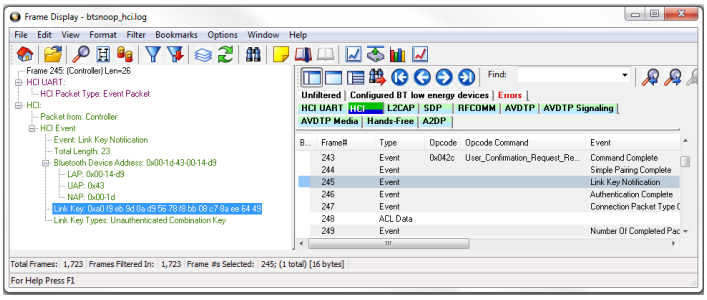

Figure 11 - Frame Display Showing Link Key Notification Event with the Link Key
The Link Layer (LL) protocol manages the *Bluetooth* low energy radio transmissions and is involved in starting link encryption. To observe the decoded LL commands, click on the **Frame Display LE LL** tab, search for and select ControlPkt "LL_ENC_REQ". This command should originate with Side 1, the initiator of the encryption link. In Figure 11 Frame# 39,617 is selected in the Summary pane and we see the decoded LE LL frame is display in the **Decoder** pane. Shown in this frame packet is the SKDm that is the Master Session Key Diversifier (SKDmaster). In Frame# 39,623 you will find SKDslave that is combined with SKDmaster to create the Session Key (SK). Both SDKs were created using the LTK. Frame# 39,635 through 39,649 in the **LE LL** tab completes starting of the encryption process. After the slave sends LL_START_ENC_RSP (Frame# 36,649) the *Bluetooth* devices can exchange encrypted data, and the ComProbe sniffing device can also receive and decrypt the encrypted data because the appropriate "key" is provided in the **BPA 600 Datasource** window.